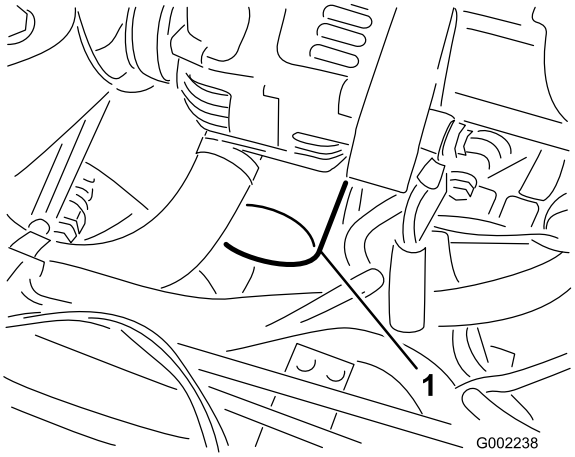

Bild 42
7. Entfernen Sie den alten Ölfilter (Bild 42).
10. Setzen Sie den Ersatzölfilter auf den Anbaustutzen auf. Drehen Sie den Ölfilter nach rechts, bis die Gummidichtung den Anbaustutzen berührt. Ziehen Sie ihn dann um eine weitere 1/2 Umdrehung fester (Bild 42).